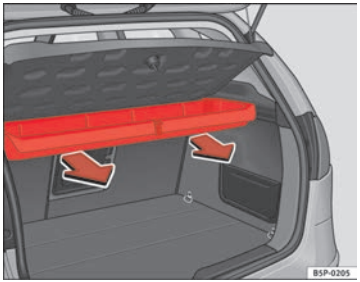

Fig. 124 Removing storage compartment
– Pull outwards until the compartment is freed from the pivot point ⇒ fig. 124.